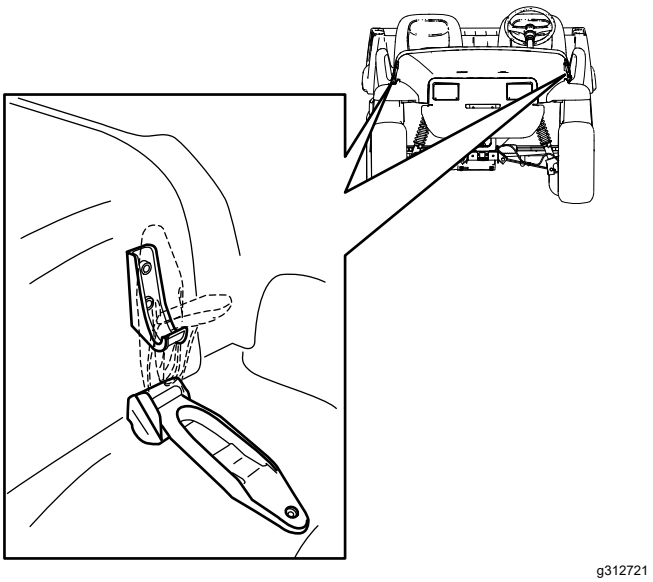

Figura 21
1. Tire hacia arriba de los cierres de goma de cada lado del capó (Figura 21).
2. Sujete el capó alineando los cierres de goma con los anclajes situados en cada lado del capó (Figura 21).